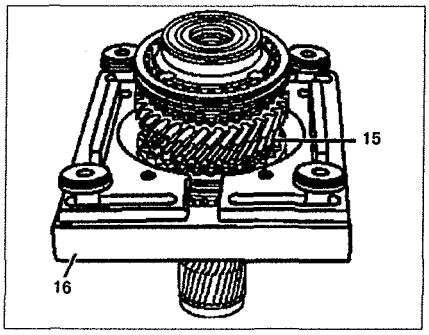

Рис. 6.32. Ведущий вал (автомобили с двигателем 611.980):
33. Выпрессуйте корпус синхронизатора, используя съемную плиту **16** (см.рис.6.32).